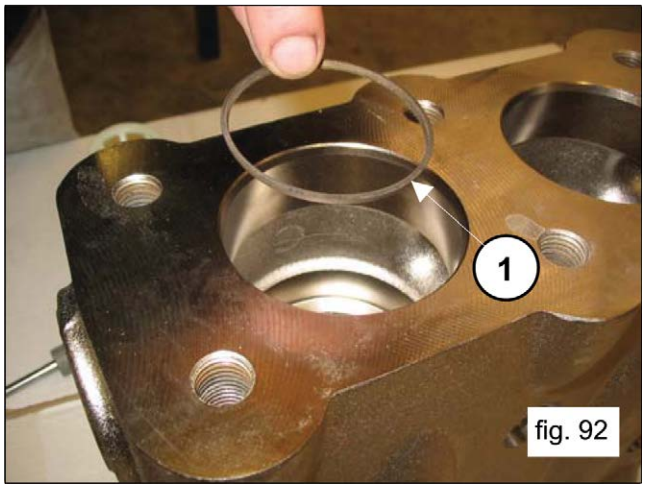

fig. 92
Insert the anti-extrusion ring, exploded view item 4 from Owner's Manual (1, fig. 92).